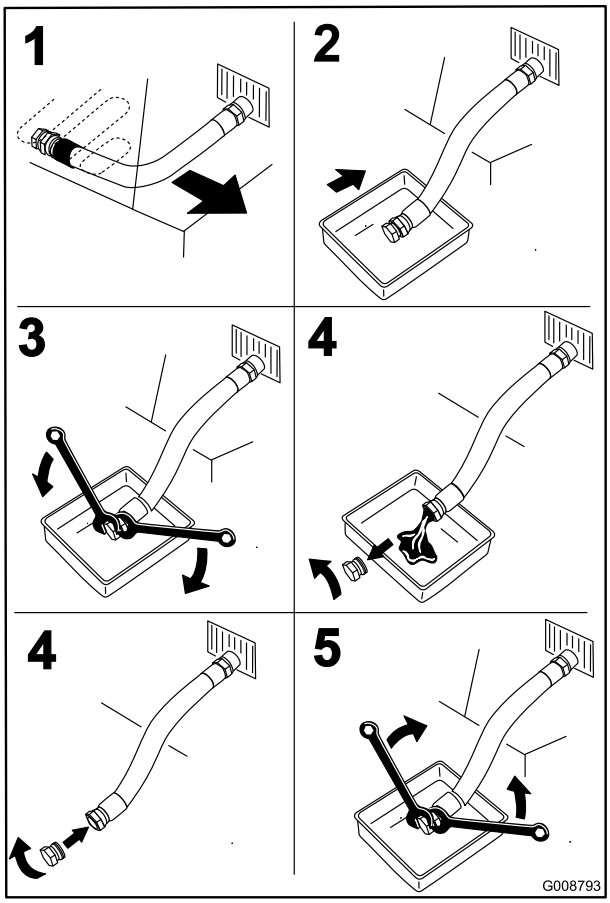

**Figure 50**
4. Avant de quitter la position de conduite, coupez le moteur, enlevez la clé de contact et attendez l'arrêt de toutes les pièces mobiles (Figure 50).